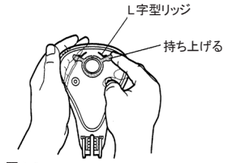

図4-1
①呼吸回路からマスクを外してください。
②ヘッドギアクリップをマスクフレームから外してください。ヘッドギアからヘッドギアクリップを外す必要はありません。
③マスクフレームからルアーロックポートキャップを外してください。
④マスクフレームからクッションを外すため、クッションクリップの下側を押してから（図4-1）、引き離してください。さらに、マスククッションとクッションクリップを引き離してください。